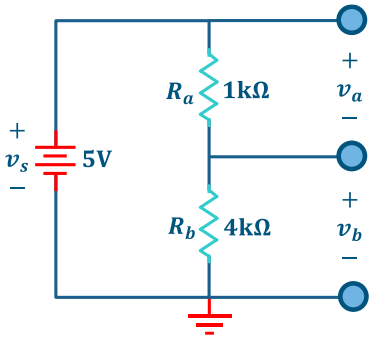

Figura 5. Circuito divisor de voltaje para dibujarse en la ventana de esquemático de LTspice
Proceda a montar el circuito de la Figura 5 en la ventana del esquemático que ofrece el programa LTspice. El propósito será el de medir el voltaje sobre los resistores R_a y R_b en el tiempo cuando se conectan a un circuito serie con una fuente de voltaje tal y como se muestra en la figura indicada. A continuación, se describen los pasos para realizar el dibujo del circuito en la ventana de esquemático de LTspice:
f) **Guarde el esquemático**: utilice la barra de herramientas o la opción **'Save'** del menú **'File'** para guardar el esquemático. De esta manera, se completa el circuito de la Figura 5 en el esquemático de LTspice. A continuación, se procede a realizar un análisis del punto de operación del circuito en DC para observar los voltajes tanto en el resistor R_a como R_b.